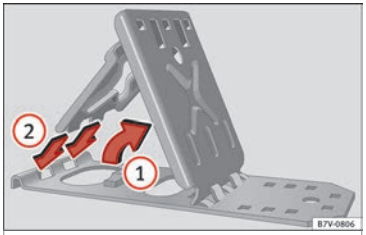

Fig. 100 To unfold the foldable wedges.
- Lift the base plate ››› Fig. 100 (1).
- Insert the two “tabs” of the mounting plate into the long openings on the base plate (2).